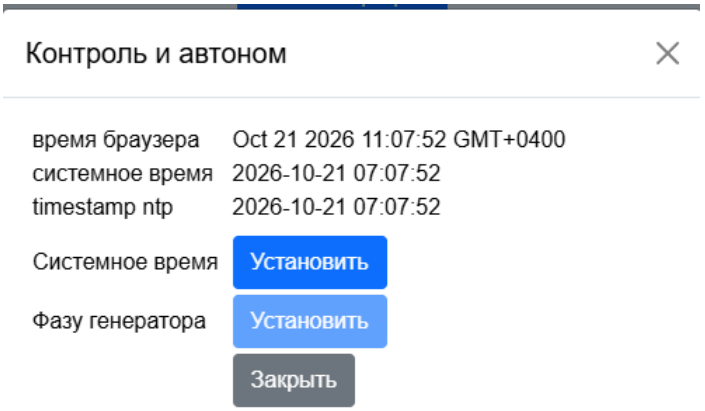

Рисунок 46 – Окно установки системного времени и настройки автономного режима.
a. Нажмите кнопку **«Задать фазу генератора»,** которая будет находиться в окне установки системного времени и настройки автономного режима (рисунок 46);